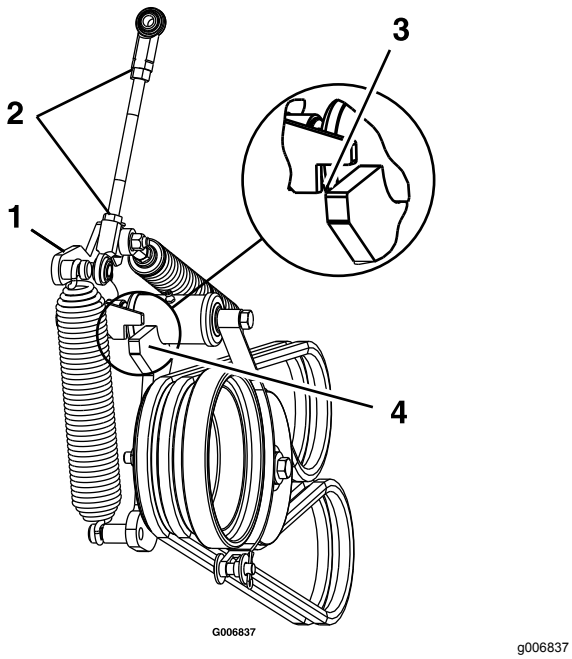

Figur 60
12. Løsn kontramøtrikkerne, og juster ledforbindelsen, indtil toppen af styrearmen flugter med bunden af hakket på spændearmen, som vist i Figur 60.